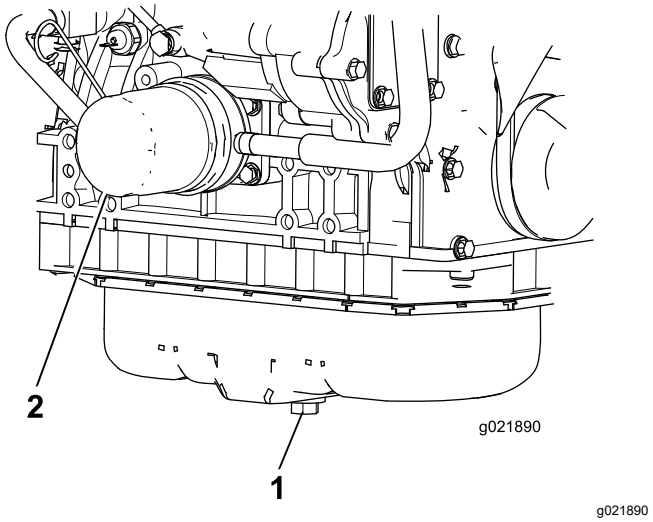

**Figuur 73**
1. Verwijder de olieaftapplug (Figuur 73) en laat de olie in een opvangbak lopen. Als alle olie is weggelopen, plaatst u de aftapplug terug.
2. Verwijder het oliefilter (Figuur 73). Smeer een dun laagje schone olie op de nieuwe filterpakking voordat u deze vastschroeft. **Niet te vast draaien.**